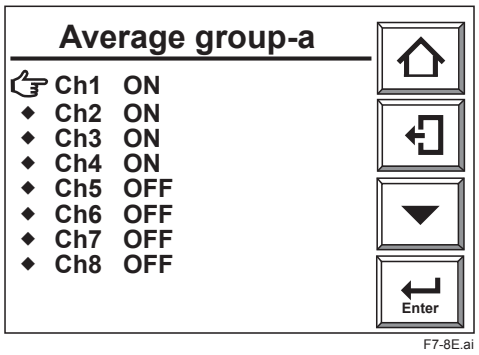

Figure 7.8 Setting Averaging Group
2) From the [Commissioning] display select [Average group setup], then [Average group -a]. Figure 7.8 shows the display.